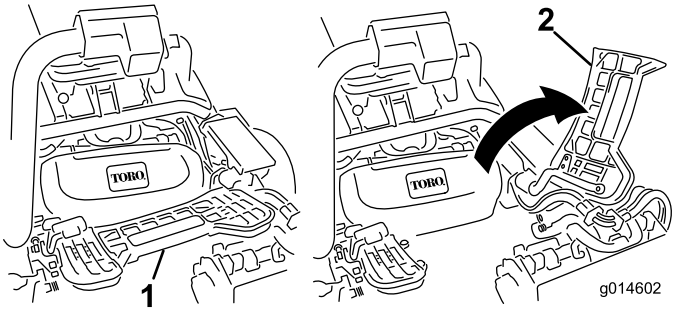

Figur 12
7. Skal du montere den midtre klippeenheten, må du løfte opp fothvileren og svinge den opp, slik at det er mulig å komme til stillingen til den midtre klippeenheten (Figur 12).